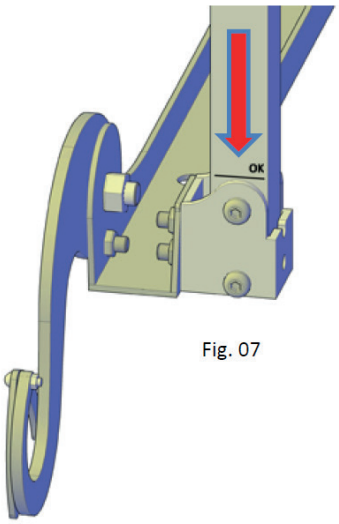

Fig. 07
- Inserire i braccetti (**C**) fino alla riga "OK" (fig.07)